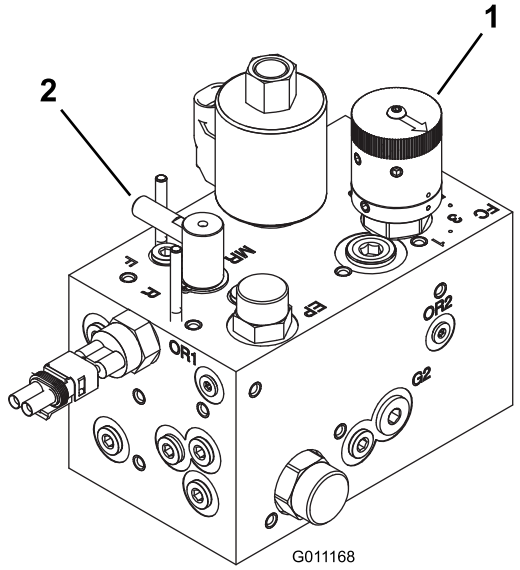

Figur 75
3. Drej baglapningsknappen til baglapningspositionen. Drej knivcylinderens hastighedsknap til position 1. Se Figur 75.